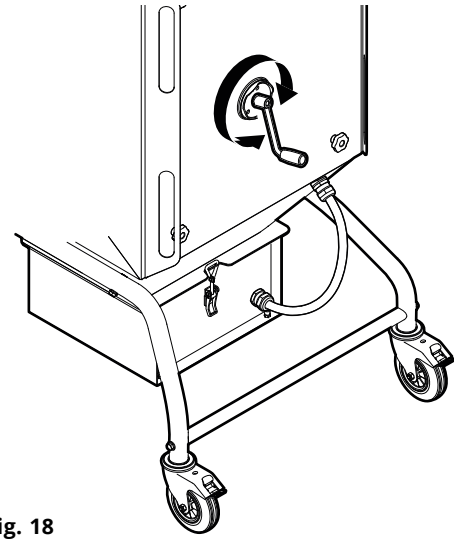

Fig. 18
2. Faites tourner la cartouche de filtre d'environ 5 tours avec la manivelle. Voir la Fig. 18.